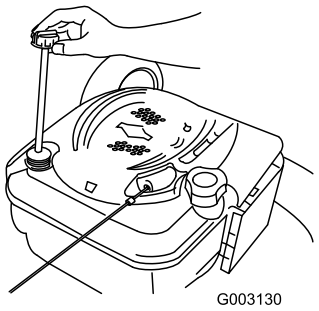

Figur 36
2. Ta bort oljestickan (Figur 36).